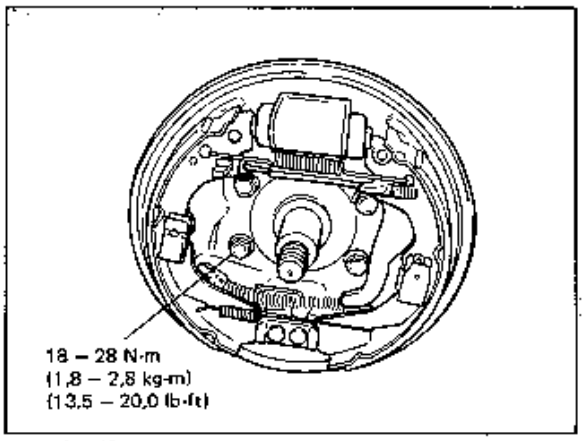

Fig. 3E-43
9) Instale la ménsula de la manguera del freno en el muñón y la barra estabilizadora en el brazo de la suspensión. (Refiérase a la Fig. 3E-46-3.)